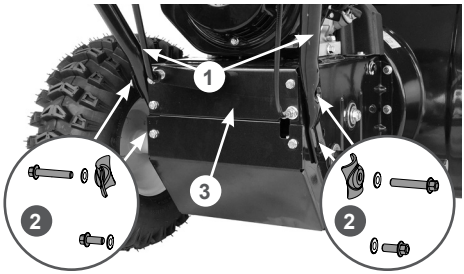

Рис. 5 Установка стойки рукояток
3. Установите стойку 1 рабочих рукояток на раму 3 и закрепите с помощью болтов и шайб 2, как показано на Рис. 5.